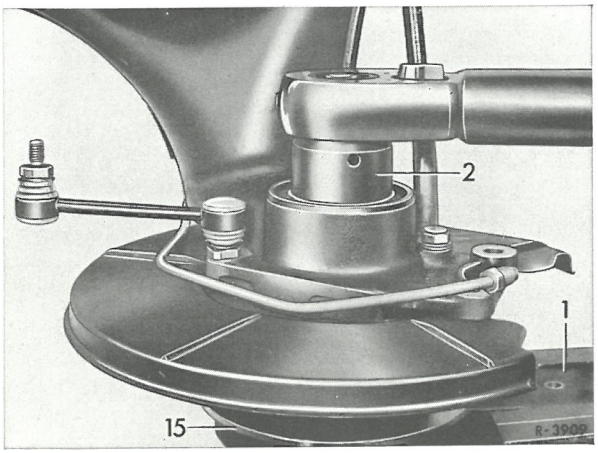

Fig. 35-5/15
20 Montagepladen (1) spændes fast i en skruestik eller forlænges med en arm og befæstes med hjulboltene på baghjulsflangen (15). Notmøtrikken spændes forsigtigt med notmøtriknøglen (2), indtil det i arb.nr. 35-0 angivne aksialspillerum i koniske leje er nået (fig. 35-5/15).